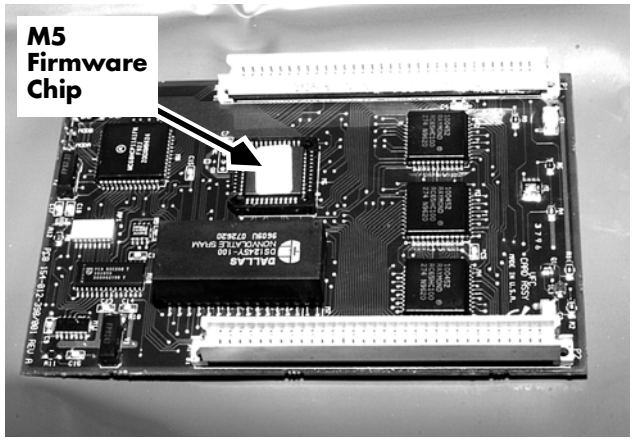

Figure 7-154: VFC Card, Removed
1. If new firmware is needed, insert the EPROM firmware chip into the VFC card. See "Firmware Replacement" on page 7-116 and Figure 7-154 on this page.
3. Secure the VFC card to the system card with four (4) screws.